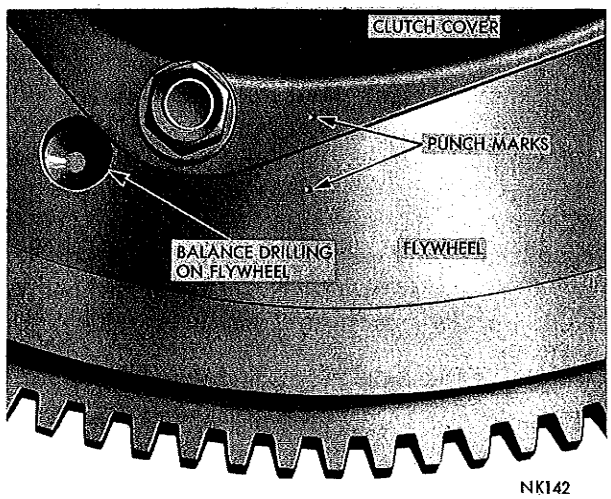

***Fig. 10—Punch Marks on Clutch Cover and Flywheel***
(5) Mark clutch cover and flywheel (Fig. 10) to maintain their same relative positions during installation of clutch assembly.